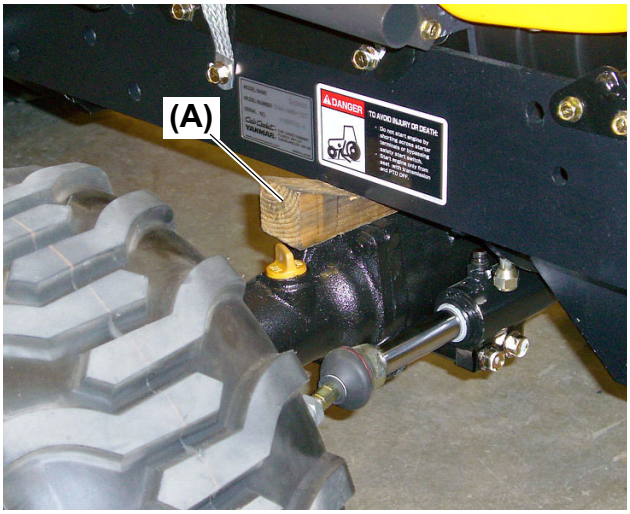

Fig. 4
8. When separating the transmission, be sure to lock the front axle with a wedge **(Fig. 4, (A))** to prevent the machine from tilting side to side.